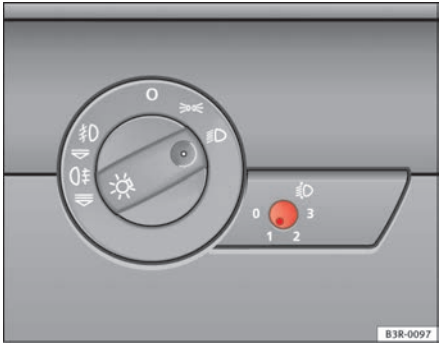

Fig. 87 Headlight range control ▶
– Briefly press the knob ⇒ page 116, fig. 87 to release it from its set position.